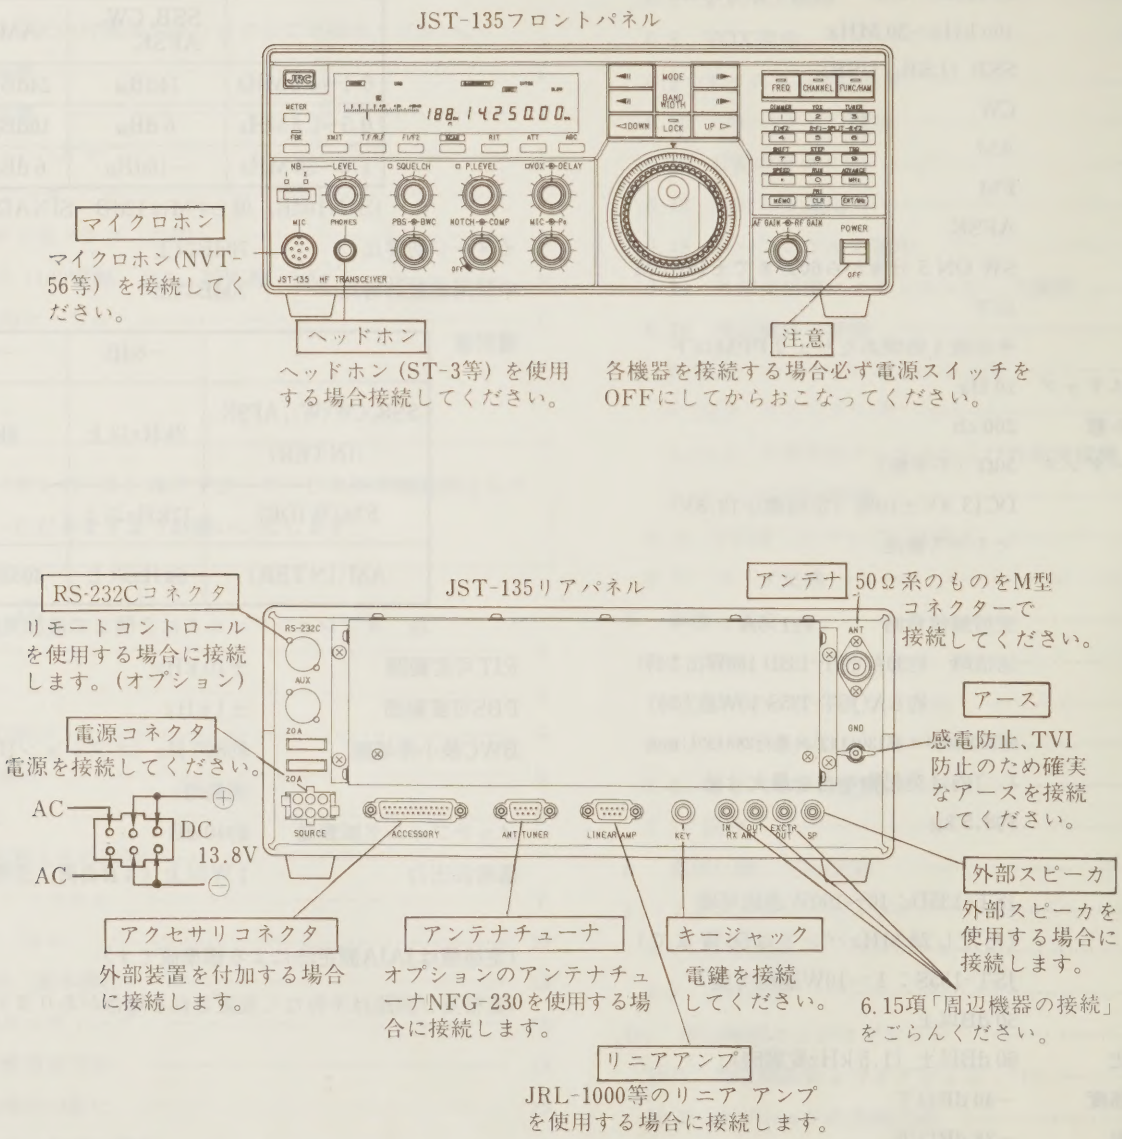

図3.1 フロント・リアパネルの基本接続
フロントパネルのPOWERスイッチ①をOFFにしてから図3.1のように基本接続をおこなってください。